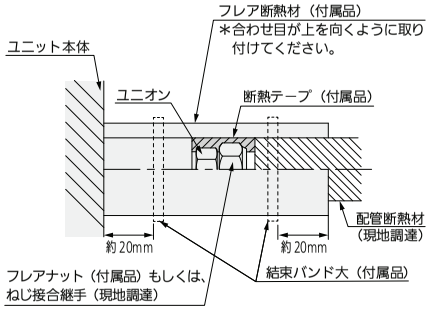

図16
- 図16に従って液管・ガス管とも、断熱してください。フレアナット部に断熱テープ(付属品)を巻き付け、さらに配管接続部にはフレア断熱材（付属品)を取り付け、結束バンド大(付属品)で締め付けてください。